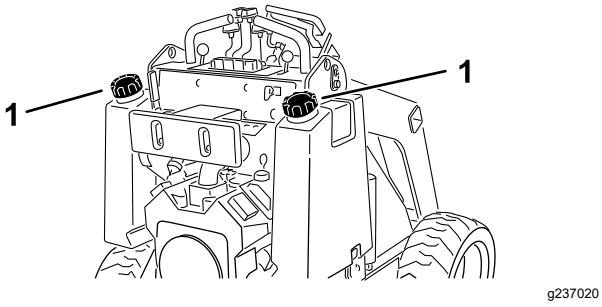

Figuur 8
3. Reinig de omgeving van de tankdop en verwijder deze (Figuur 8).